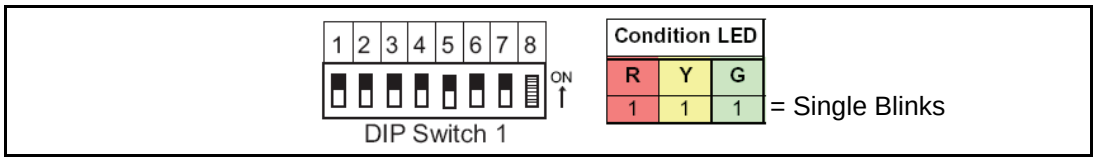

Figure A-6 DIP Switch Test 1
1. Set all switches of DIP Switch 1 to ON and supply power to the DBV-30X (See Figure A-6). Check that the Faceplate Indication LEDs are blinking and the Red, Yellow and Green Condition LED's light.